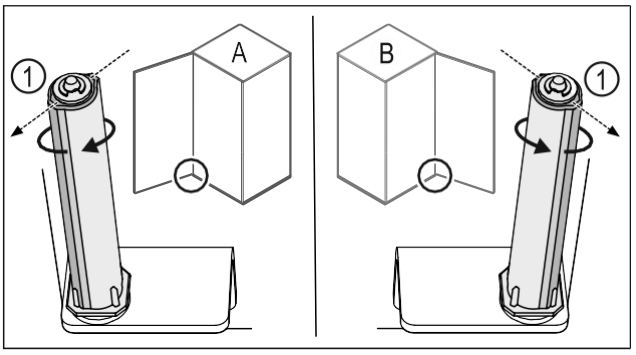

*Fig. 29 Linksanschlag (**A**) / Rechtsanschlag (**B**)*
- ▶ Schließsystem gegen den Widerstand drehen, bis der Steg des Schließsystems *Fig. 29 (1)* nach außen zeigt.